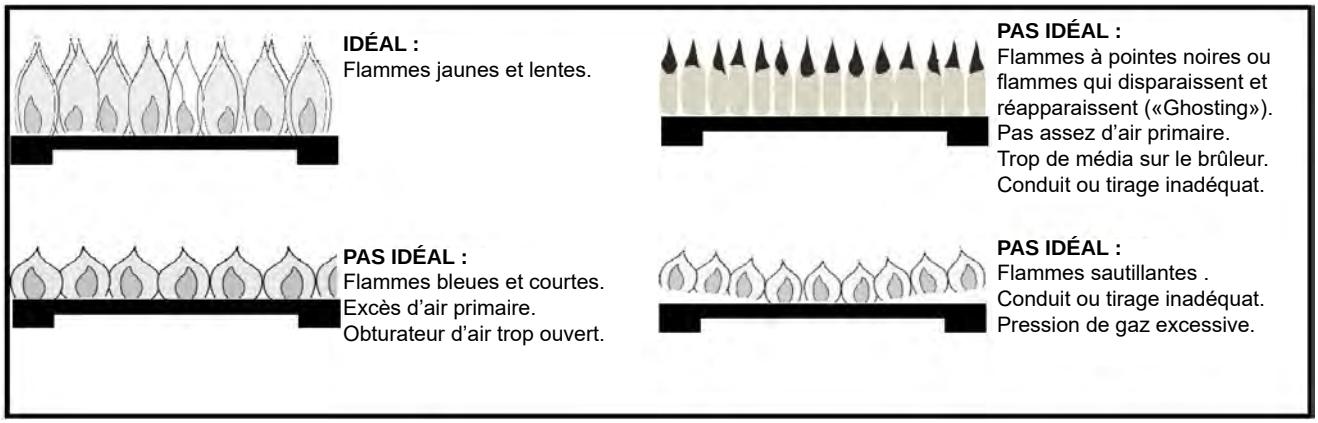
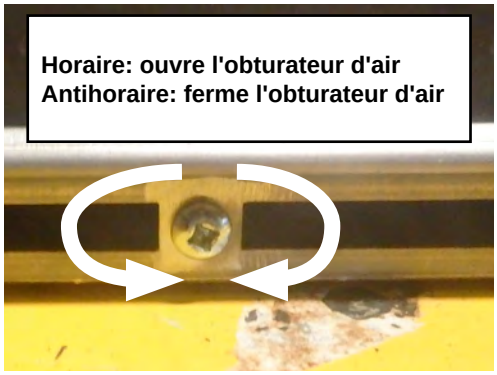

Figure 20.5.01:
Figure 20.5.02:
- Inspecter et assurer que l'allumage du brûleur principal s'effectue en moins de 4 secondes après l'ouverture de la valve à gaz principale. Les flammes devraient ressembler à celles de la **Figure 20.5.01**
Le **36-DVIE40LN-1** inclut un obturateur d'air situé sous le cadre vitré du foyer, servant à ajuster le débit d'air primaire pour obtenir le patron de flammes idéal, tel que montré à la **Figure 20.5.01**. Pour l'ajuster, utilisez un tournevis pour tourner la vis de réglage de l'obturateur d'air, tel que montré à la **Figure 20.5.02**. Pour ouvrir l'obturateur d'air et augmenter le débit d'air au brûleur, tourner la vis de réglage en sens horaire. Pour fermer l'obturateur d'air et réduire le débit d'air au brûleur, tourner la vis de réglage en sens antihoraire.